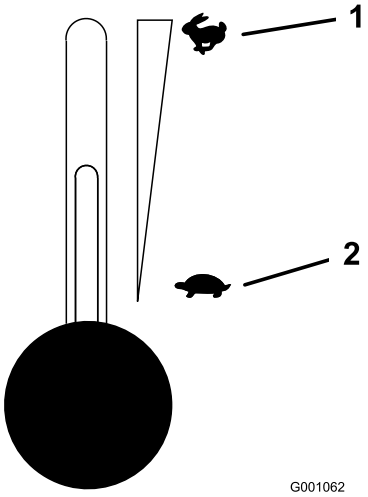

Figur 14
5. Flyt gashåndtaget til midterpositionen (Figur 14).
2. Flyt gashåndtaget midtvejs mellem hurtig og langsom position (Figur 14).